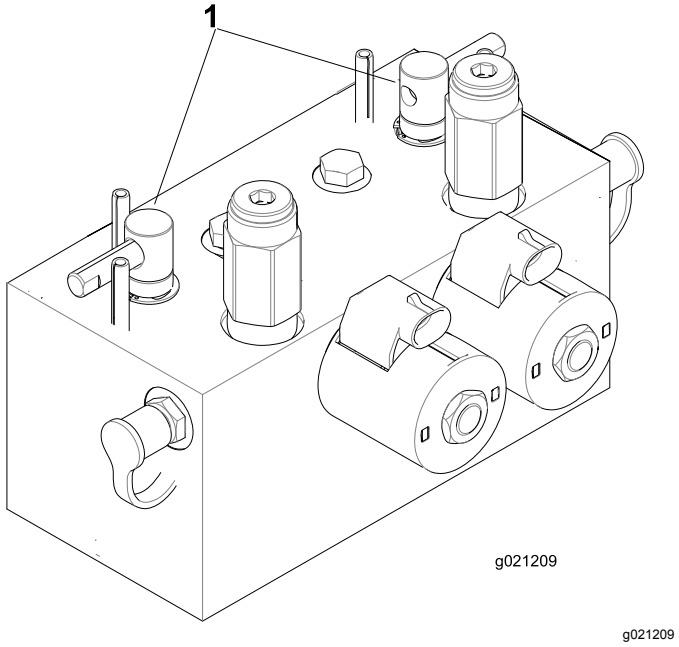

Figuur 74
2. Ontgrendel de stoel en til deze omhoog zodat u bij de wethendels kunt komen (Figuur 74).
5. Kies met de voorste, achterste of beide wethendels de messenkooien die moeten worden gewet (Figuur 74).